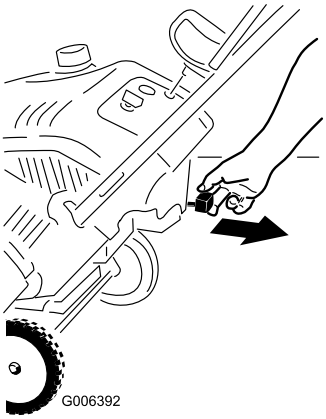

Figur 12
2. Trekk ut choken (Figur 12).